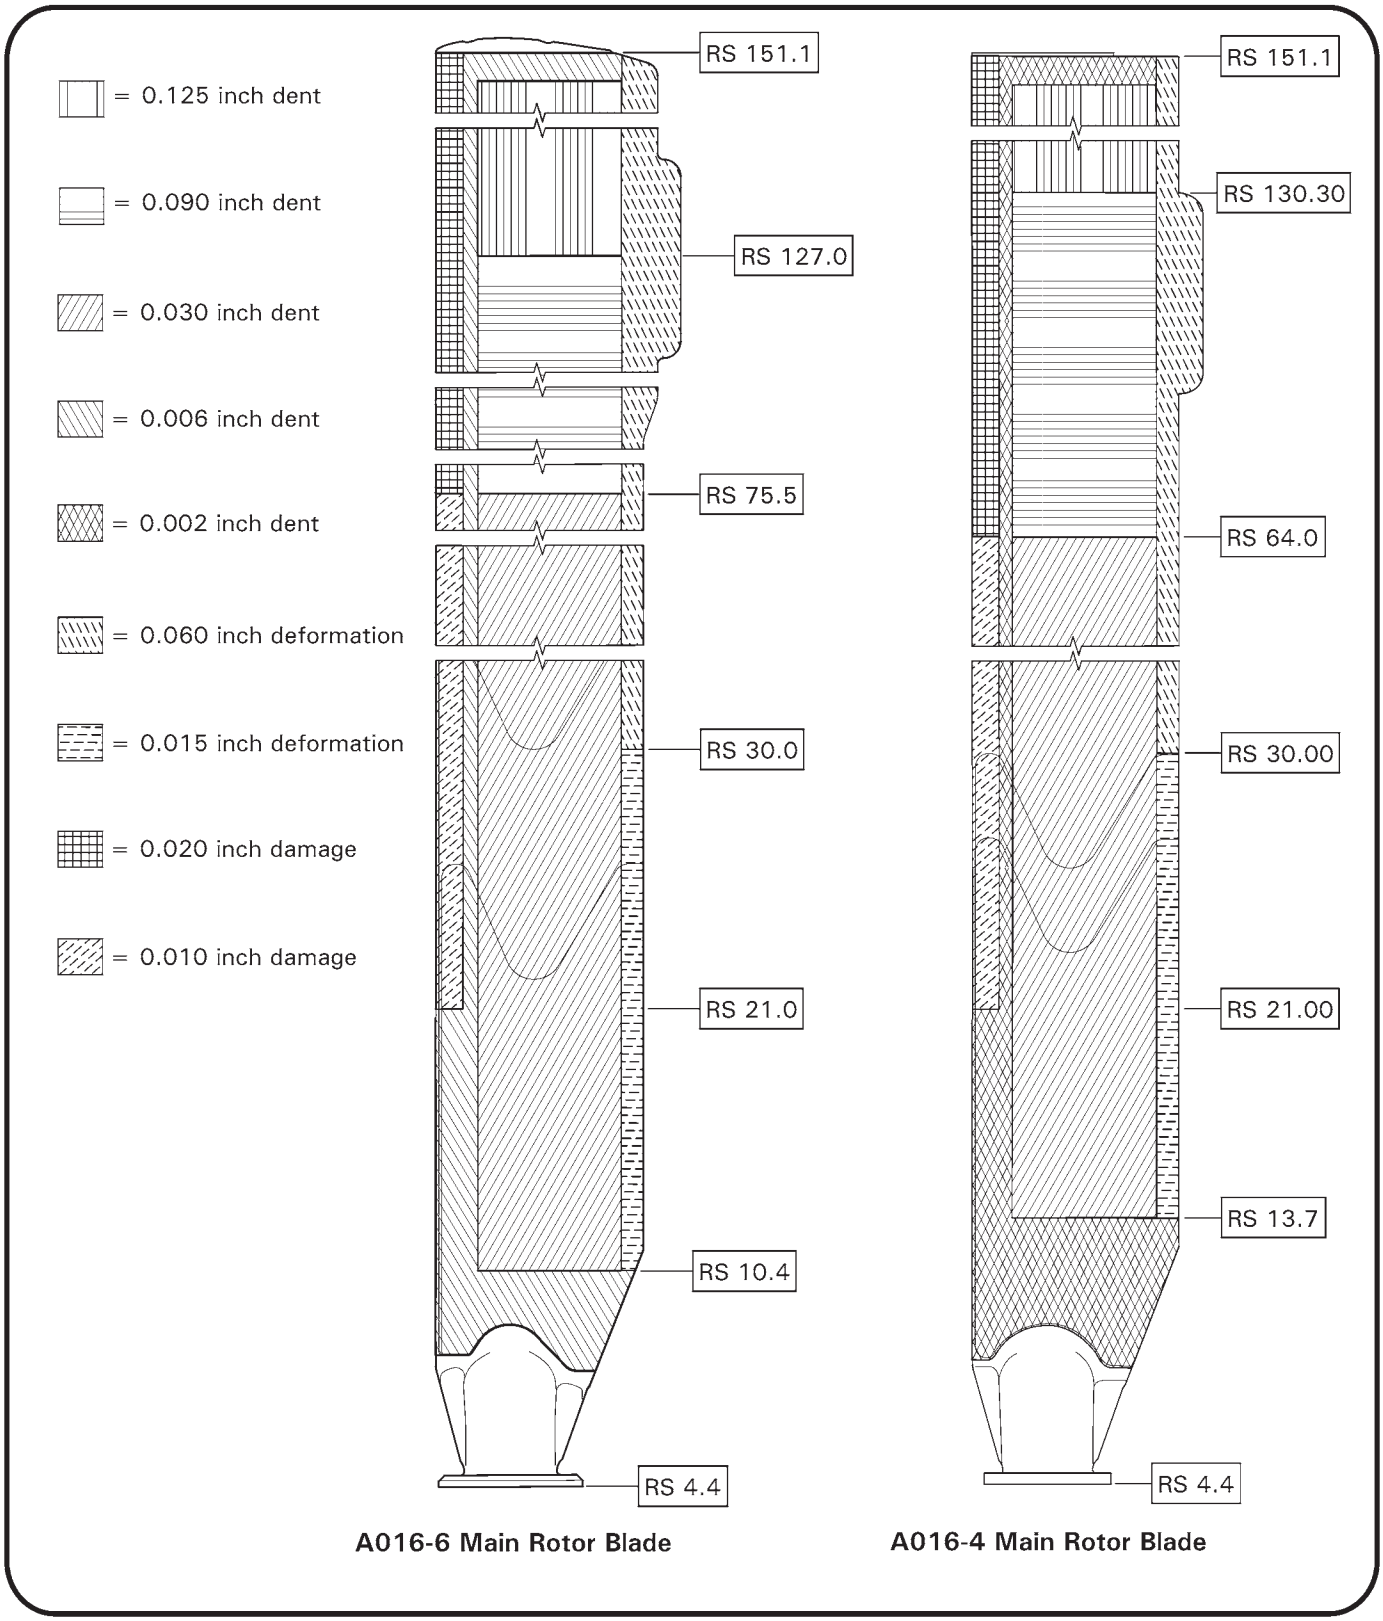

FIGURE 9-6 DENTS AND LOCAL DEFORMATIONS
1. Refer to Figure 9-6. Damage may not exceed the following limits: